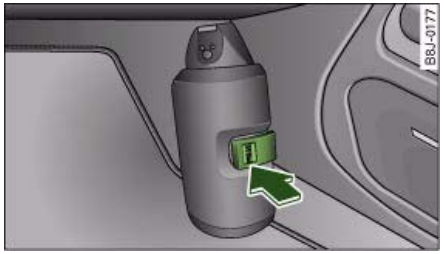

Fig. 266 Fire extinguisher in footwell on front passenger's side
– Unfasten the retaining strap by pressing on the tab marked “PRESS” ⇒ fig. 266 -arrow-.